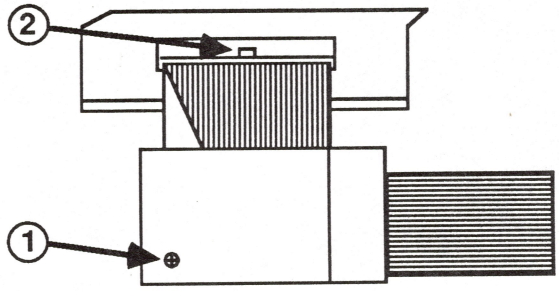
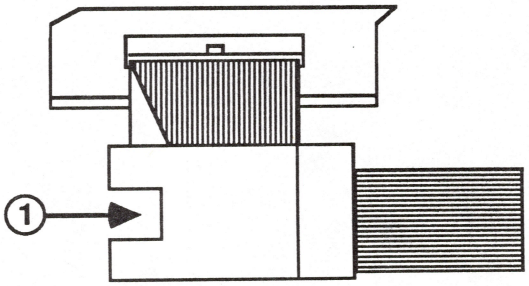

FIGURE 12a
FIGURE 12b
NOTE: There are two types of ribbon retainer: one type is held in position by a screw (see Figure 12a, #1), the other by a metal tab which is part of the frame (see Figure 12b, #1). The following procedures refer to screw-fastened retainers. If you are working with the tab-fastened type, just ignore the references to the screw. (The tab-fastened retainer can simply be pulled free and removed.)
4. Push the carriage assembly to the far left. Remove the screw that holds the ribbon retainer in place (see Figure 12a, #1).
5. Insert the flathead screwdriver into the notch on the connector located on the drive PCB (see Figure 12a, #2). Gently turn the screwdriver and the connector will pop out about 1/4 inch.
1. Insert the flexible cable into the connector on the drive PCB (see Figure 12A, #2). Push the connector in.
2. Replace the ribbon retainer and the screw that holds down the retainer for the flexible cable (see Figure 12a, #1).